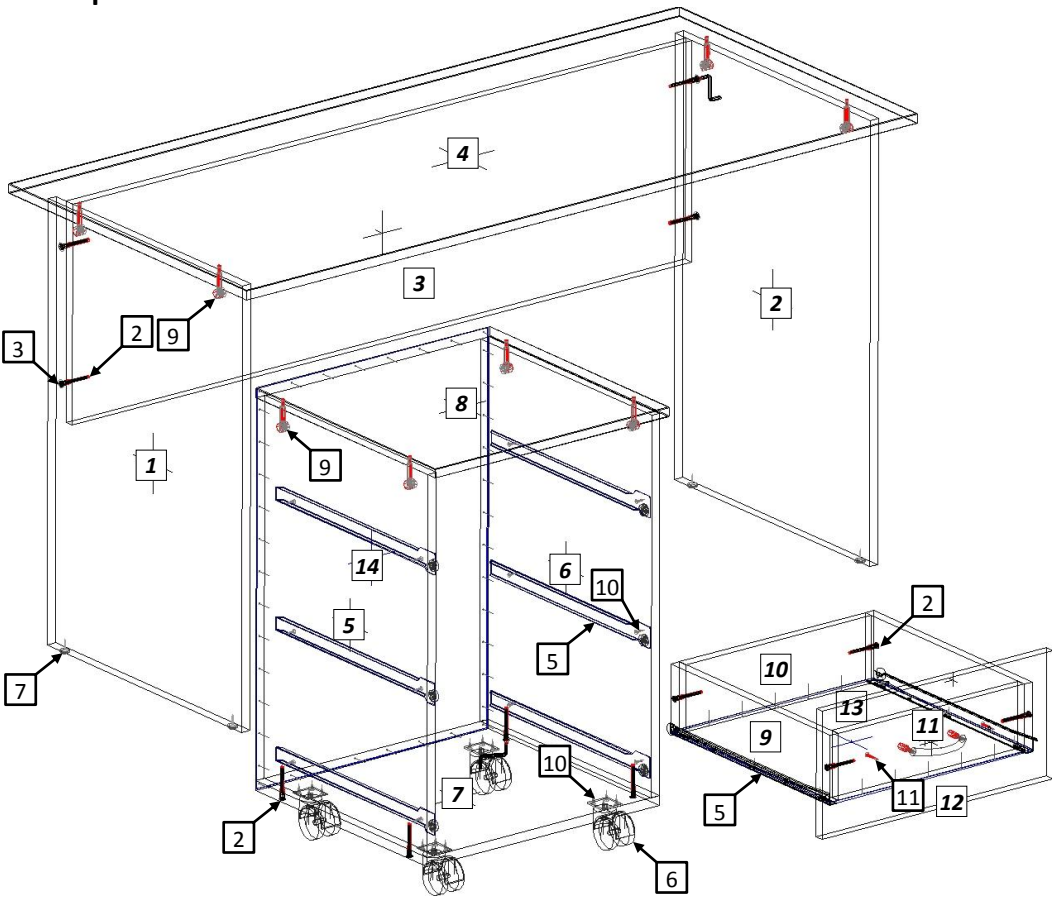

Рис. 1
4.3 Евровинтами (2), как показано на рис. 1, соедините вертик. стенки стола [1,2,3]. Установите крышку. Затяжка соединения производится путём поворота эксцентриков до упора в направлении стрелки, выштампованной на корпусе стяжки. Закройте головки евровинтов (2) заглушками (3).